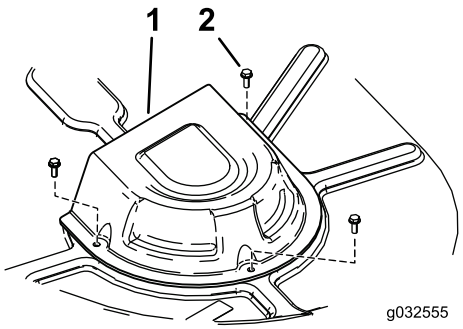

Figuur 67
5. Verwijder de kappen van de poelies (Figuur 67).